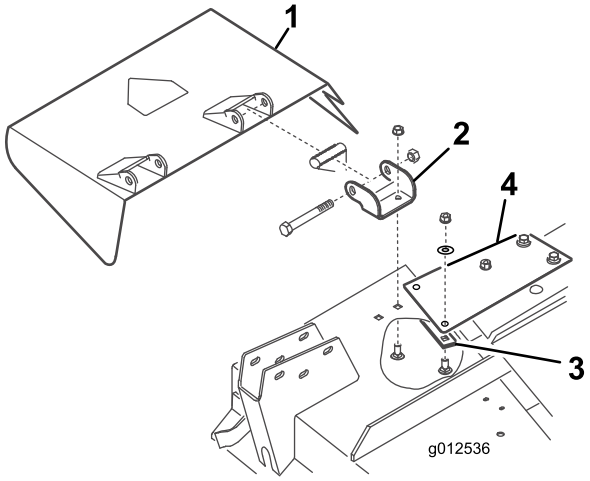

**Figur 7**
1. Fjern de bolte, låsemøtrikkerne og fjedrene, som fastgør græsdeflektorerne til akselbeslagene (Figur 7). Afmonter deflektoren.
2. Afmonter de bræddebolte og flangemøtrikker, der fastgør drejebeslagene til huset (Figur 7). Afmonter drejebeslagene. Gem fastgørelsesanordningerne til senere brug.
3. Afmonter de to bræddebolte, flade spændeskiver og låsemøtrikker, der fastgør forstærkningspladen til undersiden af huset og afstiverpladen til toppen af huset (Figur 7).